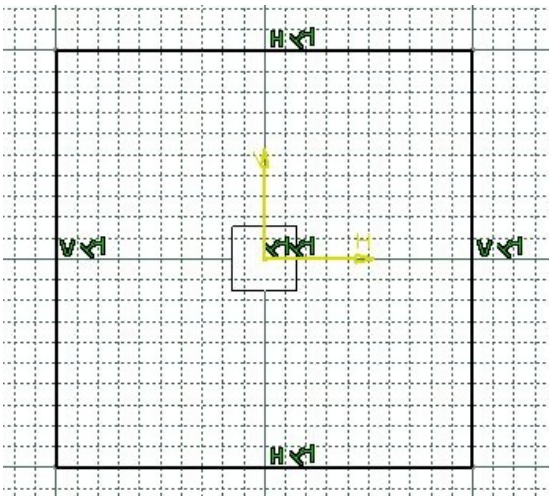

Figure 3-43 *The sketch after drawing the centered rectangle*
b. Draw the outer loop of the sketch using the **Rectangle** tool and then edit it using the **Corner** tool, refer to Figures 3-43 through 3-45.
4. Move the cursor to a location whose coordinates are close to 100,100 and click when 200 is displayed in the **Height** and **Width** edit boxes in the **Sketch tools** toolbar; a rectangle is drawn, as shown in Figure 3-43. Now, click anywhere in the geometry area to make sure that the rectangle is no more selected.